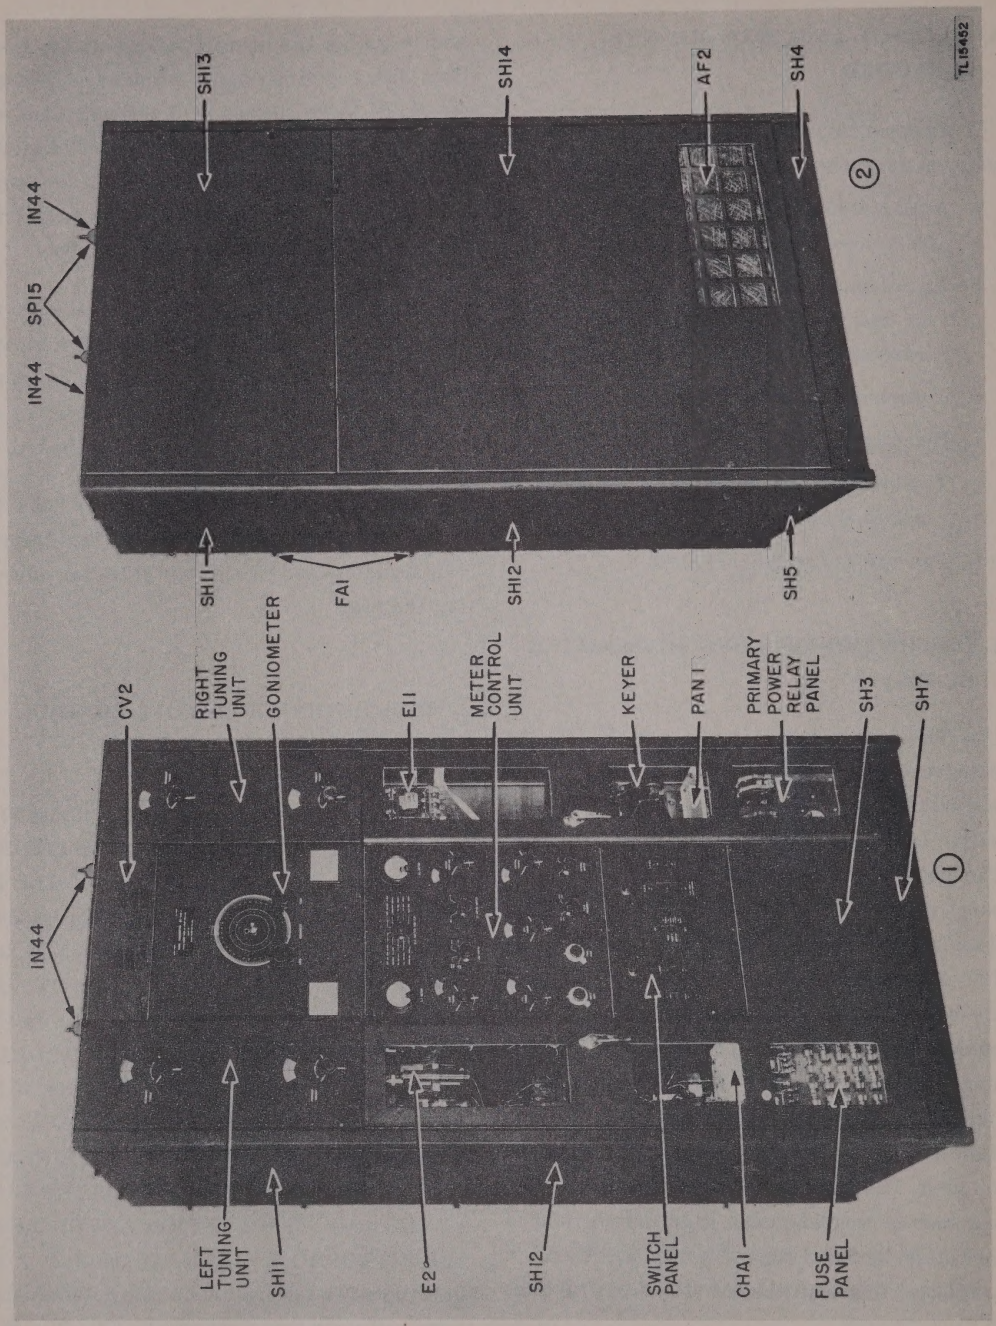

Figure 4. Radio Transmitter BC-446-J: (1) Front and left side view; (2) Rear and right side view.
a. The transmitter (figs. 4 and 5) is constructed with an internal steel framework upon which the various parts are assembled. The transmitter is divided into four sections or shelves. The bottom shelf contains the fuse and relay panel, power relay panel, the blower unit, voltage stabilizer VR1, transformer T1, and reactor X4. The three rectifier chassis, keyer, and switches are located on the second shelf. The third shelf is comprised of the meter and control unit, the a-f unit, and the r-f unit. The goniometer L5, the right and left goniometer tuning units, and the right and left meter rectifiers are located on the top shelf. The transmitter is shielded at the sides and rear by wrinkle-finish metal panels, and at the bottom by metal skirts. The side bottom skirts are slotted to permit the power and control lines to pass through.
c. To remove the skid, because of a low ceiling or for better appearance, remove skirts SH4, SH5, SH6, SH7 (fig. 4) at the bottom of the transmitter. Loosen the bolts which fasten the transmitter to the skid. Tilt the transmitter carefully, and insert a block under the lifted edge to prevent it from falling forward. Remove the screws and bolts. Be sure that the transmitter does not slide down the skid when it is tilted.
d. Remove the following items from the drip pan under the keyer: 6 extra fuses for 115 volt operation, 2 heater elements for E3 for 115 volt operation, 1 bottle of oil for the keyer gear box, and 1 plastic funnel to be used when filling the keyer with oil. The keyer is mounted on right front of second shelf and is visible through middle panel of the right door (fig. 4). Remove the cloth bag attached to the keyer containing the extra identification switch segments. Remove the envelopes containing technical manuals and test data from the front of the transmitter.
c. At the transmitter, open both doors. Unscrew and remove the lower center panel SH3 (fig. 4). The power and control line terminal block is on the bottom shelf behind this panel. Connect either a 115 or 230 volt, 60 cycle, a-c power source to terminals 6 and 7. (The transmitter is set up for 230 volt operation at the factory. If 115 volt operation is desired, make all the necessary changes according to paragraph 12.) Connect terminal 3 to the station ground.
a. Refer to the tube location diagram (fig. 14), and insert the proper tube in each socket. Note that all tubes can be inserted through the front doors except V19 and V20. Tubes V19 and V20 can be inserted after opening the front hatch cover CV2 (fig. 4) at the top of the goniometer. Place the crystals CR1 and CR2 in their receptacles. Check the supply voltage. It must be 105 to 125 volts or 210 to 250 volts at 57 to 63 cycles per second. The transmitter is normally shipped from the factory for 230 volt operation. Before applying power to the transmitter, it is essential that all primary voltage change connections be properly set and the proper fuses are in place.